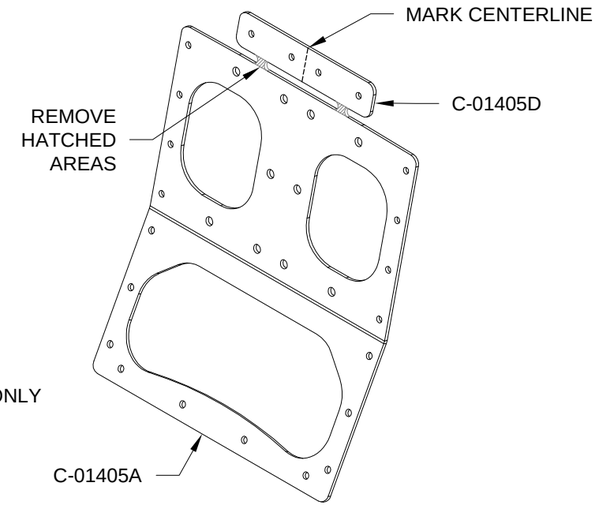

FIGURE 1: CANOPY HANDLE WEB
Step 1: Separate the C-01405A Canopy Handle Web and C-01405D Aft Canopy Frame Splice as shown in Figure 1.